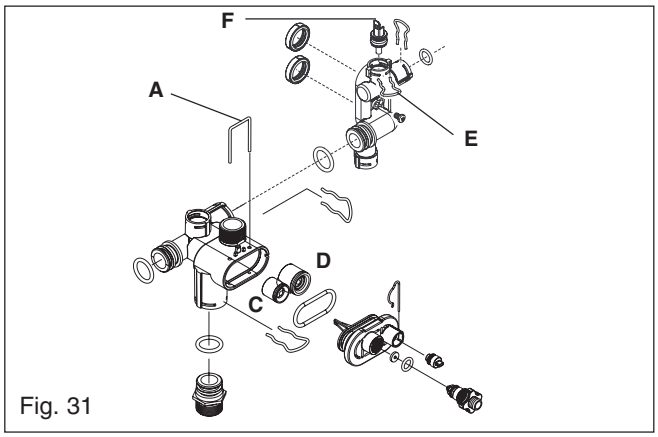

Fig. 31
6.24 DHW THERMISTOR fig. 31
6.25 AUTOMATIC BY-PASS fig. 31
6.26 DHW NON-RETURN VALVE fig. 31